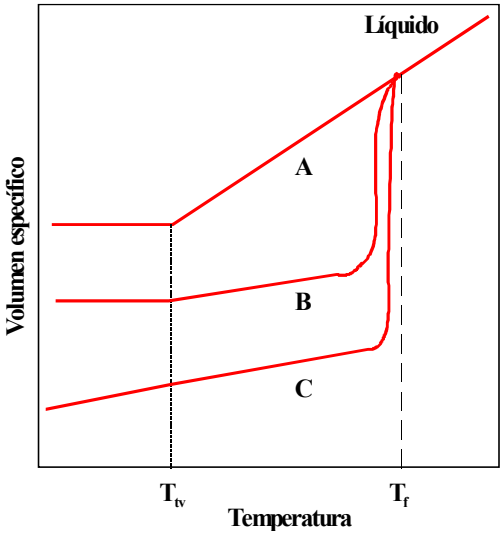

Figura 10.15. Temperaturas de fusión y de transición vítrea en polímeros
Por **temperatura de transición vítrea** entendemos la temperatura a la cual los polímeros (y los cerámicos) se transforman en un sólido rígido amorfo (vidrio). La **Figura 10.15** representa el comportamiento de los polímeros amorfos (A), semicristalinos (B) y cristalinos (C). Como puede verse, sólo los semicristalinos presentan **temperatura de fusión** (**T_f**) y de transición vítrea (**T_{tv}**). Por debajo de T_{tv} el material se considera un sólido amorfo, mientras que por encima de T_f es un sólido elástico y luego un líquido viscoso.